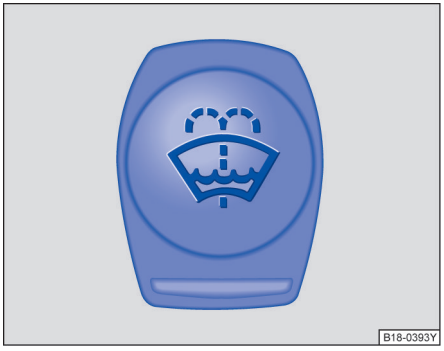

图 79 发动机舱内：风窗清洗液容器盖。
- 车窗玻璃清洗液储液罐可通过盖子上的符号 识别 ⇒图 79。